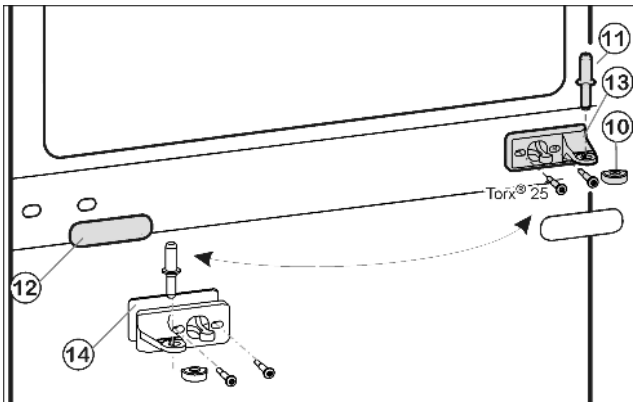
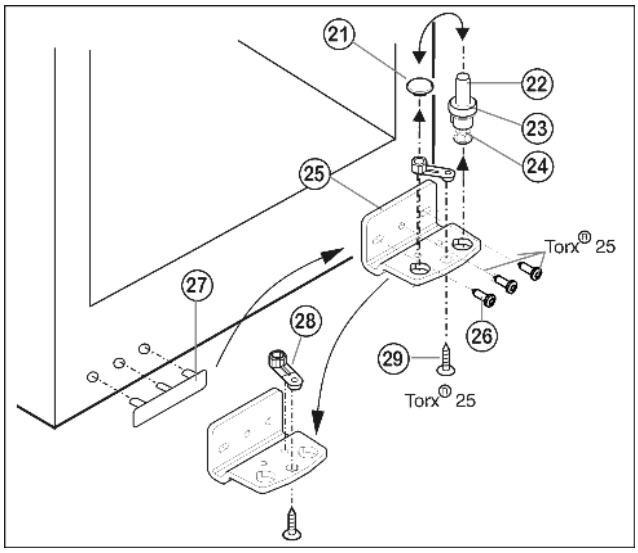

Fig. 5
Fig. 6
▶ Retirer le pivot central *Fig. 5 (11)* de sa charnière et de la porte inférieure.
▶ Retirer le capuchon en plastique *Fig. 5 (10)*.
▶ Dévisser le support d'appui du milieu *Fig. 5 (13)* (2 Torx® 25).
▶ Retirer avec précaution le panneau-cache *Fig. 5 (12)* .
▶ Visser le support d'appui du milieu *Fig. 5 (13)* avec le support pivoté *Fig. 5 (14)* de 180° sur le nouveau côté charnière (avec **4 Nm**).
▶ Encliqueter de nouveau le panneau-cache *Fig. 5 (12)* tourné de 180° sur le nouveau côté poignée.
▶ Dévisser le pivot *Fig. 6 (22)* complètement avec le disque *Fig. 6 (23)* et le pied réglable *Fig. 6 (24)* vers le haut.
▶ Enlever le bouchon *Fig. 6 (21)*.
▶ Dévisser *Fig. 6 (26)* le support d'appui *Fig. 6 (25)*.
▶ Dévisser l'élément pivotant *Fig. 6 (28)* et le permuter dans le trou opposé du support d'appui.
▶ Soulever le cache côté poignée *Fig. 6 (27)* avec précaution et le positionner sur le côté opposé.
▶ Revisser à fond le support d'appui *Fig. 6 (25)* sur le nouveau côté charnière en utilisant une visseuse sans fil si nécessaire, avec un couple de serrage de **4 Nm**.
▶ Replacer le bouchon *Fig. 6 (21)* dans l'autre trou.
▶ Replacer le pivot *Fig. 6 (22)* complètement avec le disque et le pied réglable. Faire attention à ce que les ergots d'encliquetage soient tournés vers l'arrière.
▶ Placer la porte supérieure par le haut sur le pivot inférieur *Fig. 6 (22)*.
▶ Remettre le capuchon en plastique *Fig. 5 (10)* sur le support d'appui central *Fig. 5 (13)*.
▶ Placer le pivot du milieu *Fig. 5 (11)* sur le nouveau côté charnière à travers le support d'appui central *Fig. 5 (13)* dans la porte inférieure.
▶ Placer la porte supérieure sur le pivot du milieu *Fig. 5 (11)*.
▶ Aligner éventuellement les portes à la carrosserie grâce aux deux trous longitudinaux dans le support d'appui inférieur *Fig. 6 (25)* et le support d'appui central *Fig. 5 (13)*. Pour cela, dévisser la vis centrale du support d'appui inférieur *Fig. 6 (25)*.